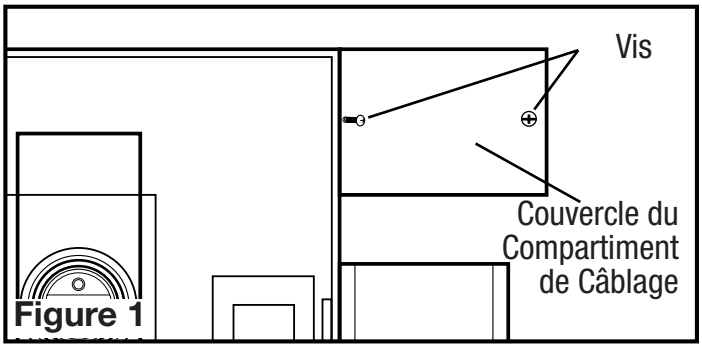

Figure 1
2. Enlever le couvercle du compartiment de câblage en dévissant les deux vis qui retiennent le couvercle en place **(Figure 1).**